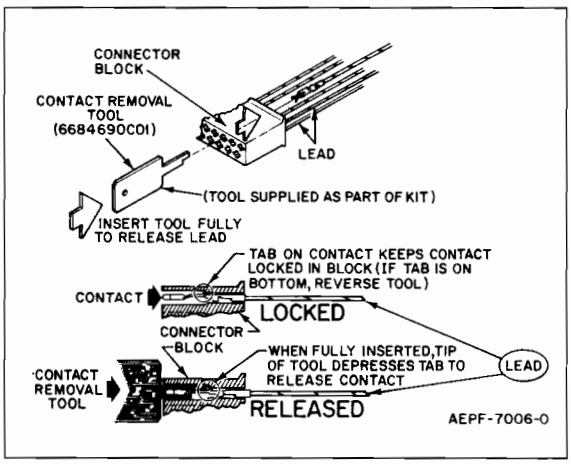

Figure 5.
a. Refer to Figure 5 for information on removing and inserting the contact pins in the multiconductor plug, if necessary.